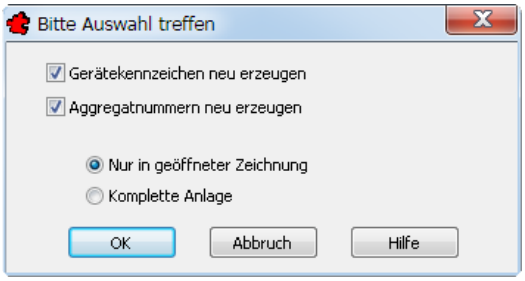

Bild 28.33 – Aktualisierung der Gerätekennzeichen und Aggregatnummern
- Wählen Sie *TRIC, Neu nummerieren*. Wählen Sie beide Optionen für die geöffnete Zeichnung und bestätigen Sie (Abb. 28.33).